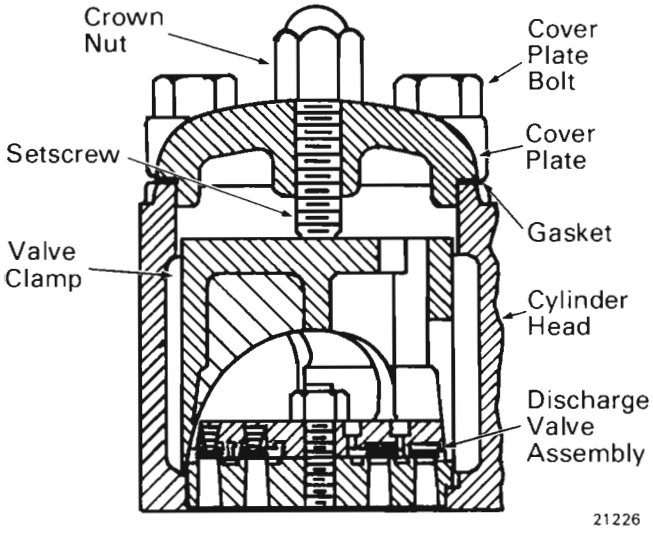

Fig.12 - Discharge Valve Removal
1. Back off the crown and setscrew, Fig. 12, at the center of the cover plate.